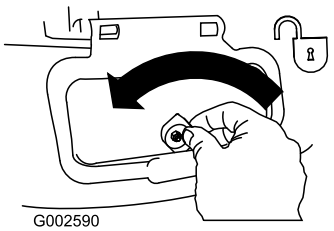

Figur 28
1. Lås sideudblæsningspladen op (Figur 28).